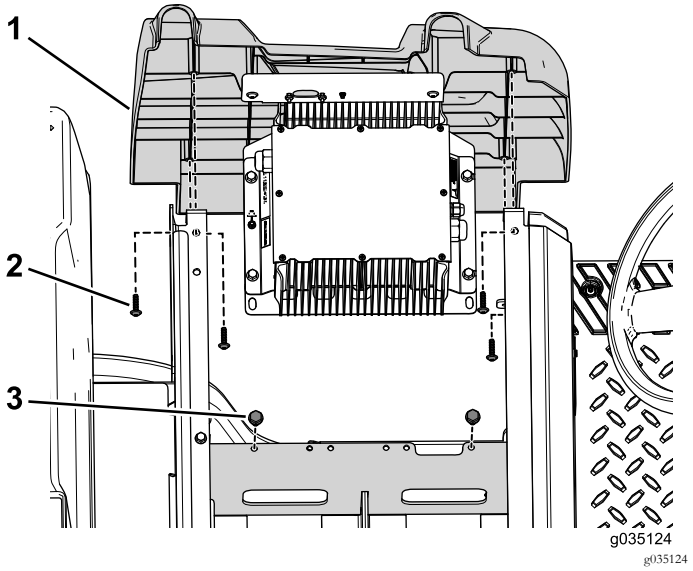

Figura 55
4. Remova os dois parafusos que fixam o suporte do carregador ao tabuleiro da bateria (Figura 55).
5. Remova os quatro parafusos autorroscantes que prendem a cobertura do lado esquerdo à máquina (Figura 55).